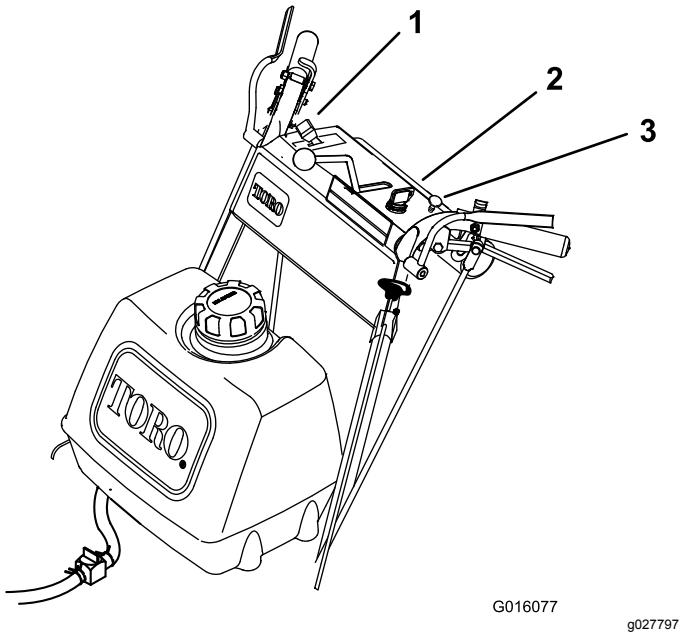

Figur 9
11. Koppla från choken allteftersom motorn värms upp (Figur 9).
2. För gasreglaget till det LÅNGSAMMA läget (Figur 9).